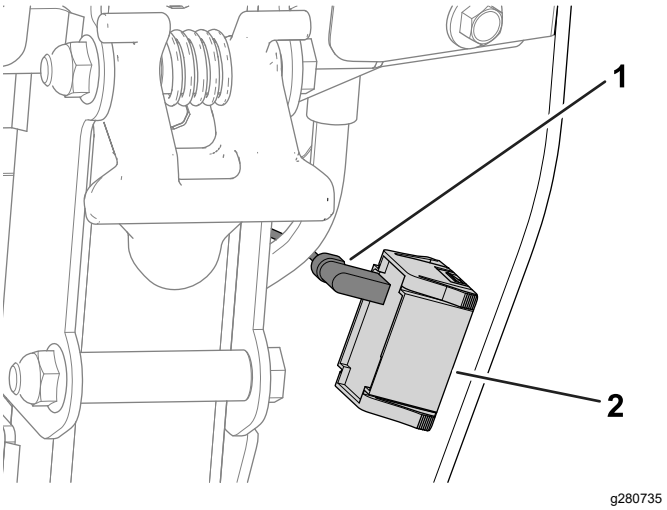

Figur 40
A. Koble ledningssatskontakten fra timetelleren (Figur 40).